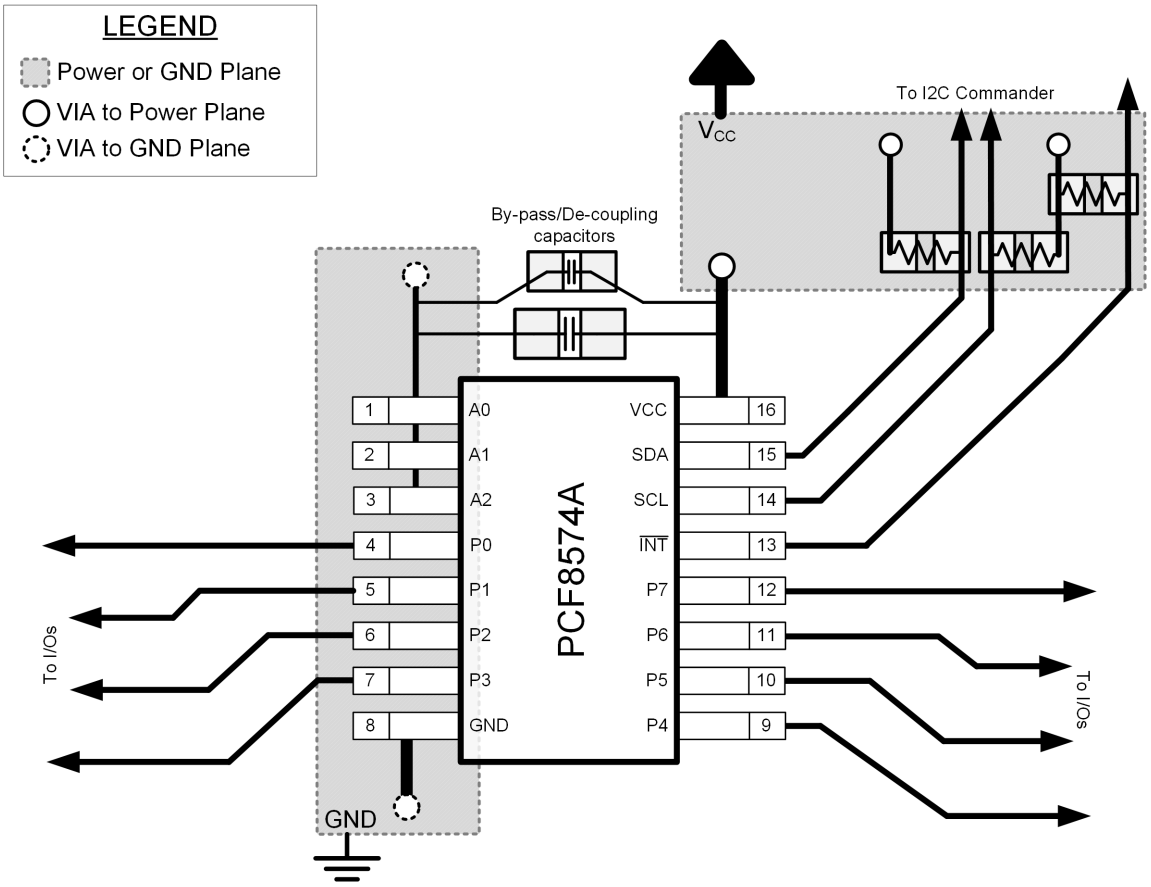

Figure 8-10. Layout Example for PCF8574A
When the I/Os are used to control LEDs, normally they are connected to V_{CC} through a resistor as shown in Figure 8-10. For a P-port configured as an input, I_{CC} increases as V_I becomes lower than V_{CC}. The LED is a diode, with threshold voltage V_T, and when a P-port is configured as an input the LED will be off but V_I is a V_T drop below V_{CC}.
In all PCB layouts, it is a best practice to avoid right angles in signal traces, to fan out signal traces away from each other upon leaving the vicinity of an integrated circuit (IC), and to use thicker trace widths to carry higher amounts of current that commonly pass through power and ground traces. By-pass and de-coupling capacitors are commonly used to control the voltage on the V_{CC} pin, using a larger capacitor to provide additional power in the event of a short power supply glitch and a smaller capacitor to filter out high-frequency ripple. These capacitors should be placed as close to the PCF8574A device as possible. These best practices are shown in Figure 8-10.
For the layout example provided in Figure 8-10, it would be possible to fabricate a PCB with only 2 layers by using the top layer for signal routing and the bottom layer as a split plane for power (V_{CC}) and ground (GND). However, a 4 layer board is preferable for boards with higher density signal routing. On a 4 layer PCB, it is common to route signals on the top and bottom layer, dedicate one internal layer to a ground plane, and dedicate the other internal layer to a power plane. In a board layout using planes or split planes for power and ground, vias are placed directly next to the surface mount component pad which needs to attach to VCC or GND and the via is connected electrically to the internal layer or the other side of the board. Vias are also used when a signal trace needs to be routed to the opposite side of the board, but this technique is not demonstrated in Figure 8-10.